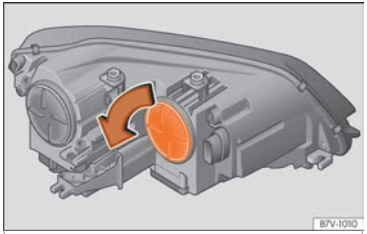

Fig. 109 In the engine compartment: turning light cover.
2.	Rotate the cover ››› Fig. 109 in the direction of the arrow and remove it.
7.	Rotate the cover ››› Fig. 109 in the opposite direction to the arrow as far as it will go.